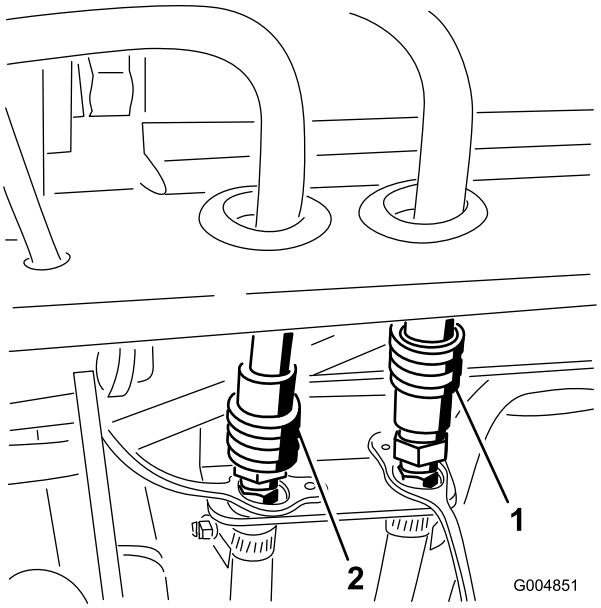

Figur 77
23. Frakobl tryk- og returlynkoblingsslangerne fra førerhuset (Figur 77).